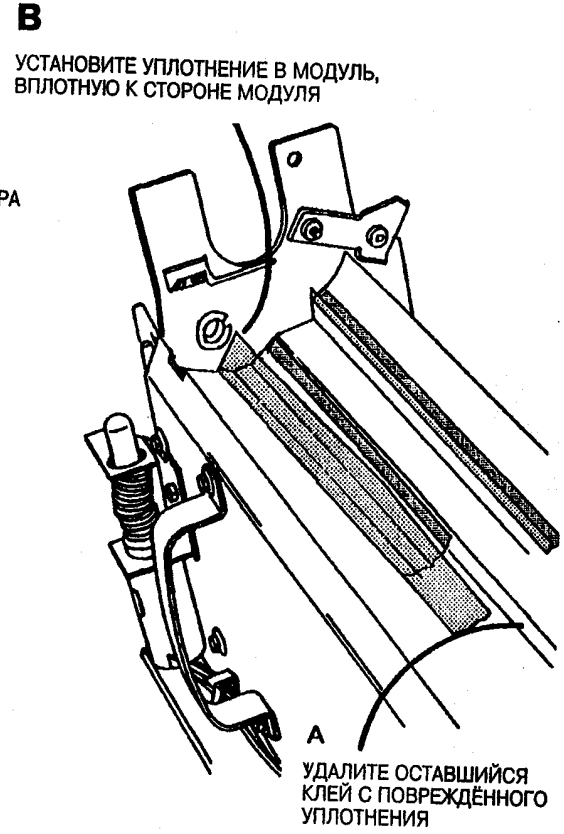

Рис. 2. Установите противо-загрязнительное уплотнение в модуль
1. (Рис. 2): Установите новое противо-загрязнительное уплотнение в ксерографический модуль.